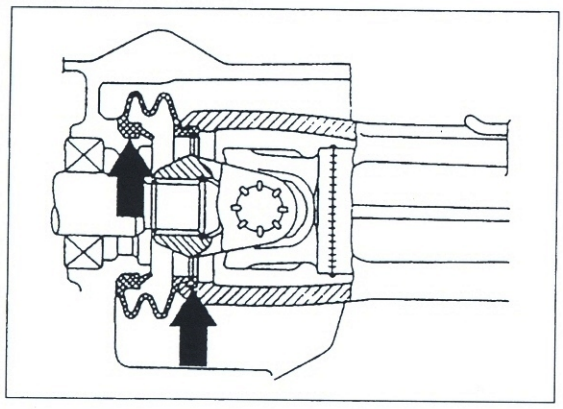

Bild 207
(Bild 207).
- Faltenbalg innen und aussen (Pfeile in Bild 207) mit Staburags NBU 30 bestreichen.